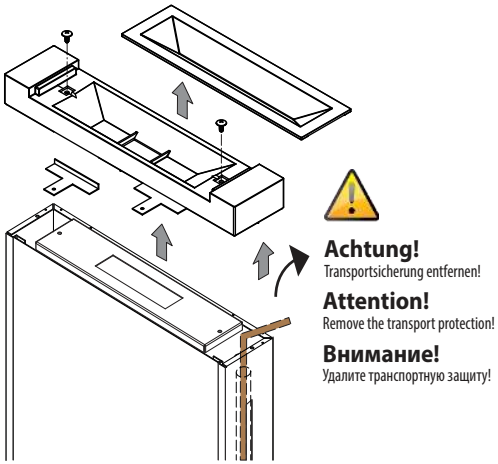

Abb. 4
- Zunächst die obere Gussabdeckung lösen (2 Schrauben) und die mitgelieferten Befestigungswinkel links bzw. rechts (je nach Befestigungsseite am Saunaofen) in die vorgesehenen Aufnahmelaschen einfügen und mit etwas Druck fest verklemmen. Anschließend Gussabdeckung wieder mit den zuvor gelösten Schrauben am Verdampfer befestigen (Abb. 4). Beachten Sie auch die Montage der Befestigungswinkel für Holz-Reling, S. 10.